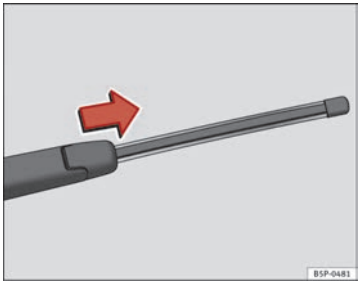

Fig. 133 Removing the rear window wiper blade
– Lift the wiper arm away from the glass ⇒ Fig. 133.
– Slide the blade adapter in the direction of the arrow and remove the blade ⇒ Fig. 133.